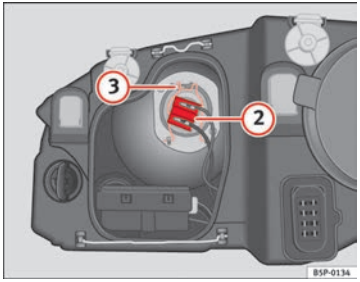

Abb. 191 Abblendlicht
– Ziehen Sie den Stecker ⇒ Abb. 191 (2) von der Lampe ab.
– Nehmen Sie die Haltefeder ⇒ Abb. 191 (3) durch Eindrücken und Rechtsdrehung ab.